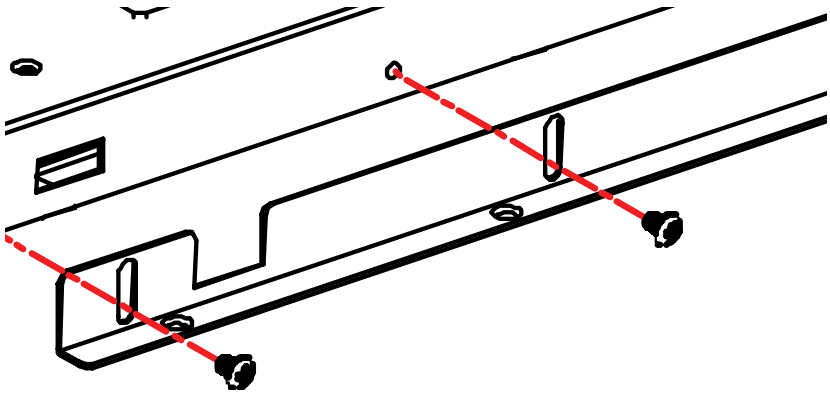

Figure 3.2 Inserting screws
2. Insert the screws and fasten them evenly all around the frame. Take care to ensure the assembly fits evenly and squarely around all four sides, (*See figure 3.2*).